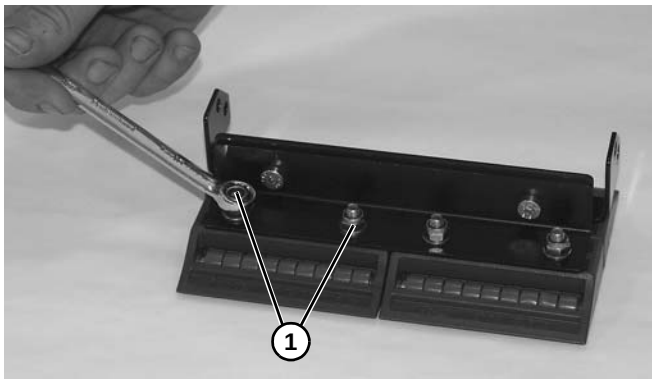

Figure 128
2. Remove two nuts **(Figure 128, item 1)** from one end of roller transfer assembly.